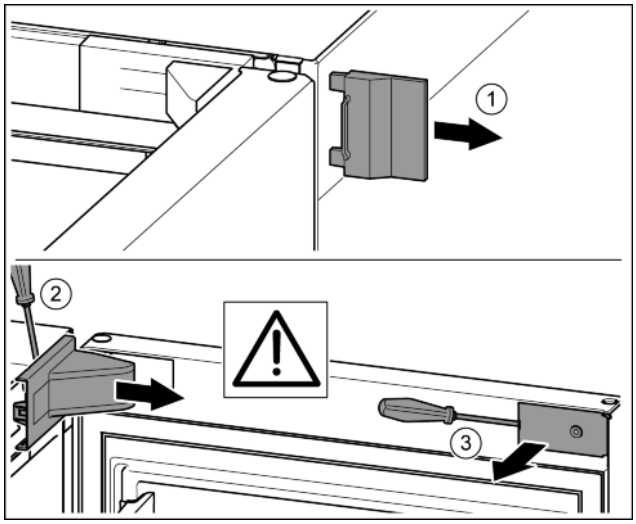

Fig. 8
▶ Remove the outer cover. *Fig. 8 (1)*
▶ Unlatch and undo the bearing bracket cover with a screwdriver. Remove the bearing bracket cover. *Fig. 8 (2)*
▶ Unlatch the cover plate with a slotted screwdriver and swivel it to one side. *Fig. 8 (3)*